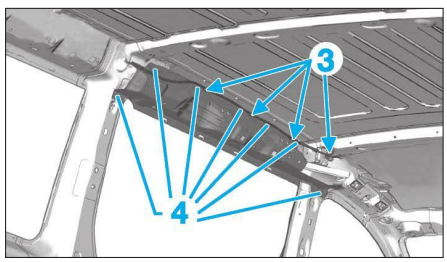

**Fig. 96**
• Dégager le faisceau (3) situé derrière le déflecteur.
• Déposer les vis (4).
• Déposer le coussin gonflable latéral **(Fig.96)**